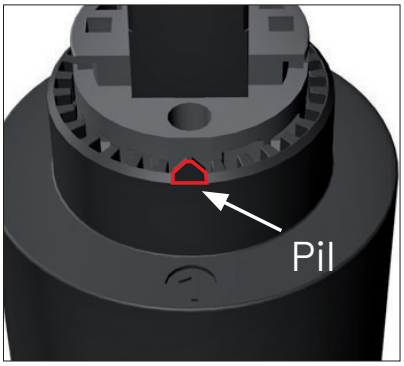

Bild 1. På ovansidan av insatsen sitter pilen som skall peka på önskat läge på varmvattenringen.
6. Rotera ringen motsols så att markering för önskad inställning är direkt ovanför pilen på insatsen (Bild 1). Du kan behöva vrida spaken (Bild 3) så att ringen går att trycka fast i önskat läge.